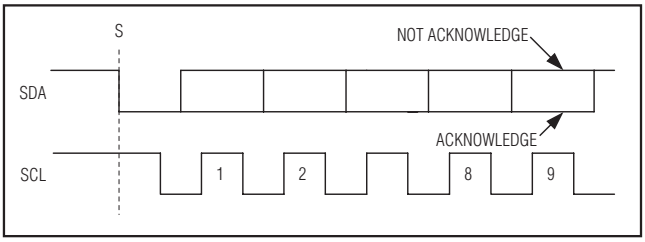

Figure 6. Acknowledge Bits
Successful data transfers are acknowledged with an acknowledge bit (A) or a not-acknowledge bit ($\overline{A}$). Both the master and the MAX1036–MAX1039 (slave) generate acknowledge bits. To generate an "acknowledge," the receiving device must pull SDA low before the rising edge of the acknowledge related clock pulse (ninth pulse) and keep it low during the high period of the clock pulse (Figure 6). To generate a "not acknowledge," the receiver allows SDA to be pulled high before the rising edge of the acknowledge related clock pulse and leaves it high during the high period of the clock pulse.